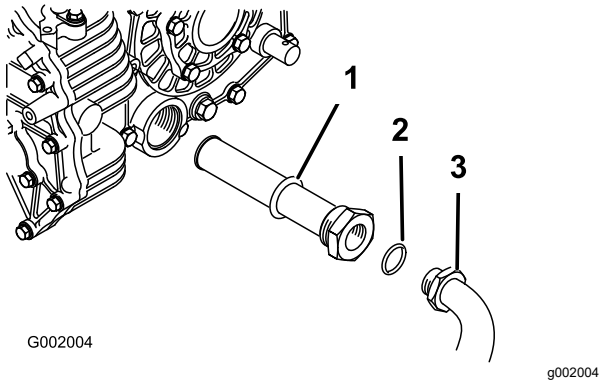

Figuur 56
5. Verwijder de hydraulische slang en de 90° fitting (Figuur 56).